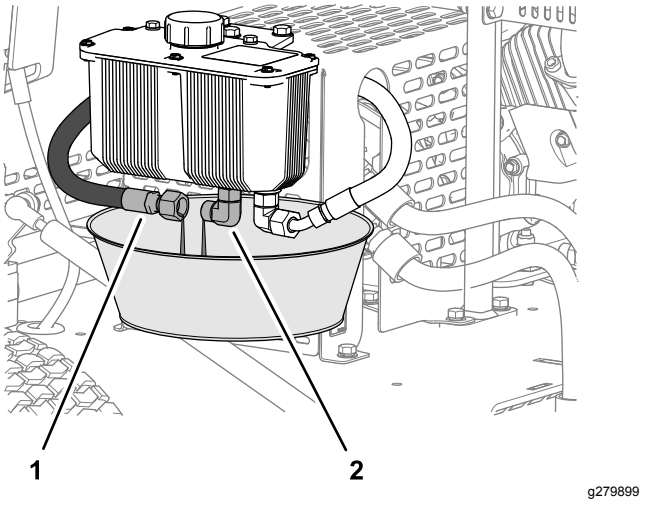

Figura 36
1. Alinhe um recipiente de drenagem de dois litros de capacidade por baixo do reservatório hidráulico (Figura 36).
2. Remova o tubo de alimentação hidráulico da união do reservatório e deixe que o fluido hidráulico drene completamente (Figura 36).